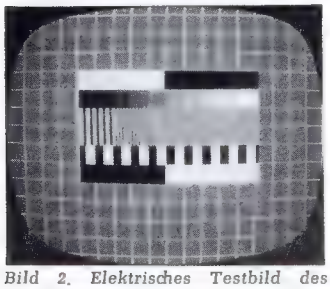
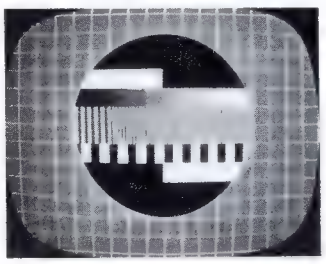
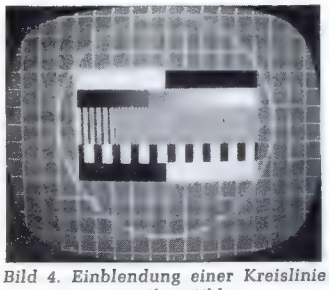

Bild 2. Elektrisches Testbild des Instituts für Rundfunktechnik
Bild 3. Das Mittelfeld ist gegenüber Bild 2 kreisförmig begrenzt
Bild 4. Einblendung einer Kreislinie gegenüber Bild 2
Die Entwicklung des Testbildgebers im IRT erfolgte im Hinblick auf eine universelle Verwendbarkeit (größere Anzahl von Meßsignalen, alle Meßsignale können auch einzeln über die Bildfläche ausgedehnt werden, die mittlere Bildhelligkeit ist in weiten Grenzen veränderbar); bei der Anordnung der Meßsignale im Testbild wurde auf einen möglichst „bildhaften" Eindruck bei Betrachtung auf dem Bildschirm Rücksicht genommen. Dieses Testbild enthielt zwar bereits in seiner ursprünglichen Form ein Gitter aus horizontalen und vertikalen Linien mit äquidistanten Abständen (Bild 2); von seiten der Fernseh-Service-Stellen ist aber auch hier eine kreisförmige Figur zur raschen Justierung des Empfangsrasters wünschenswert. Zur Zeit stehen zwei Vorschläge zur nachträglichen Einblendung einer kreisförmigen Figur zur Diskussion, nämlich eine kreisförmige (Bild 3) anstelle der rechteckförmigen Begrenzung des Mittelfeldes oder wie Bild 4 zeigt, die Einblendung einer Kreislinie in das bisherige Testbild. *Pilz*
Infolge einer undeutlichen Zeichnungsvorlage ist in der Schaltung Bild 3 der Pluspol der Speisespannung ebenfalls als Massezeichen dargestellt worden. Wir wiederholen hier deswegen die berichtigte Zeichnung.
2. Ein neues Empfängermodell erfordert auch eine große Zahl neuer Einbaumittel und Frontblenden für die verschiedensten Wagen und damit einen umfangreichen und teuren Werkzeugsatz und erneute Ausweitung der Einzelteil-Läger. *Bild 2* vermittelt eine ungefähre Vorstellung, wie vielfältig die Ausstattungen sein müssen.
Rechts: Bild 2. So vielfältig muß die Auswahl an Blenden für den Einbau von Autosupern in die Armaturenbretter von Kraftwagen sein (nach einer Schautafel der Blaupunkt-Werke)
Bild 4. Der tragbare Reisesuper des Modells Westerland arbeitet mit 8 Transistoren, er leistet 200 mW und wird aus vier Monozellen bis zu 120 Stunden betrieben; der Lautsprecher hat 64 mm Durchmesser
Bild 3. Der neue Blaupunkt-Volltransistor-Autosuper mit herausziehbarem Klein-Koffer. Wellenbereiche: 508...1680 kHz, 145...400 kHz. Im Wagen 4 W Ausgangsleistung durch fest eingebaute Transistor-Gegentakt-Endstufe und großen Wagenlautsprecher. Gesamtstromversorgung aus der Wagenbatterie
mit MW- und LW-Bereich und einer Sprechleistung von 4 W. Der Stromverbrauch ist geringer als der einer Parkleuchte. Empfänger und Nf-Teil sind in einem kleinen, tragbaren Gehäuse untergebracht, das nach Herunterklappen eines Bügels aus dem Autosuperchassis, wie in *Bild 3* zu sehen, leicht herausgezogen werden kann.
Dieses kleine Transistor-Reisegerät enthält die Ferritantenne, einen permanentdynamischen Lautsprecher und einen Batteriesatz für 120 Betriebsstunden. Da dieses transportable Gerät ein Teil eines Autosupers ist, ist es besonders robust ausgeführt und besitzt eine hohe Empfangsleistung. Dieser Einschub erfüllt alle Wünsche nach einem transportablen Kleingerät für Hotel, Camping und als Zweitgerät für Heim und Garten *(Bild 4)*.